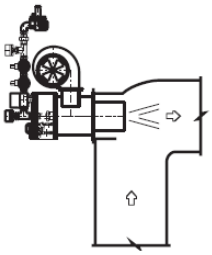
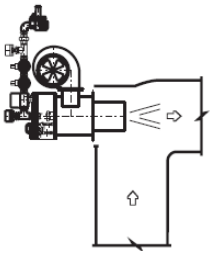

Fig. 3
Fig. 4
**) externamente al conducto con circulación del aire de proceso en presión o depresión (Fig. 3 ; Fig. 4)